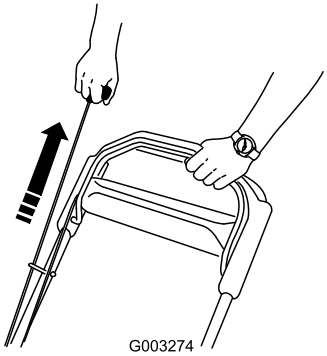

Figura 13
4. Tirate la maniglia di avviamento (Figura 13).